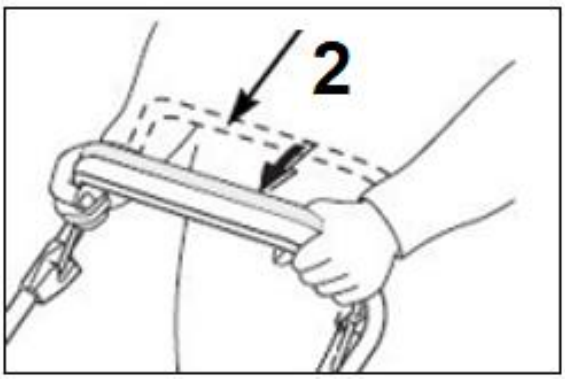

Rys. 11
8. Nie puszczaj dźwigni hamulca/wyłącznika (bezpieczeństwa), (Rys. 11, poz. 2), bo silnik zgaśnie!